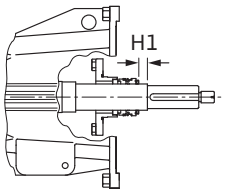

Fig. 31: Исполнение со скользящим торцевым уплотнением
- Фиксирующее кольцо 5.3 надеть на вал и смонтировать с соблюдением монтажного размера H1 и момента затяжки (см. Fig. 31 и таблицу 9).